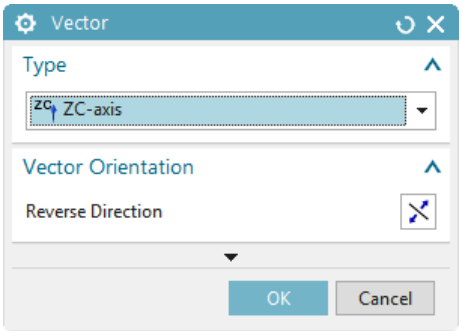

Figure 2-19 *The **Vector** dialog box*
1. Choose the **Set Parting Direction** tool from the **Settings** group to set the parting direction of the model; the **Vector** dialog box is displayed, as shown in Figure 2-19.